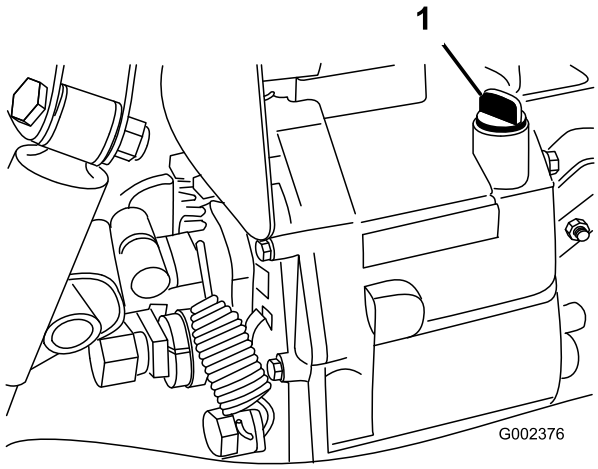

Figur 16
2. Rengør området omkring målepinden (Figur 16).